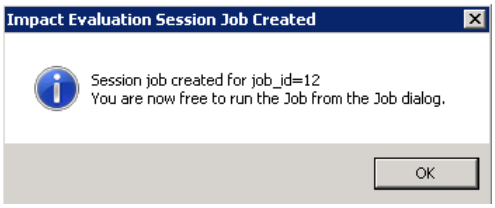

Figure 8-14 Impact Evaluation Session Job Created Message Box
4. A message will appear confirming that the session job was created (Figure 8-14).